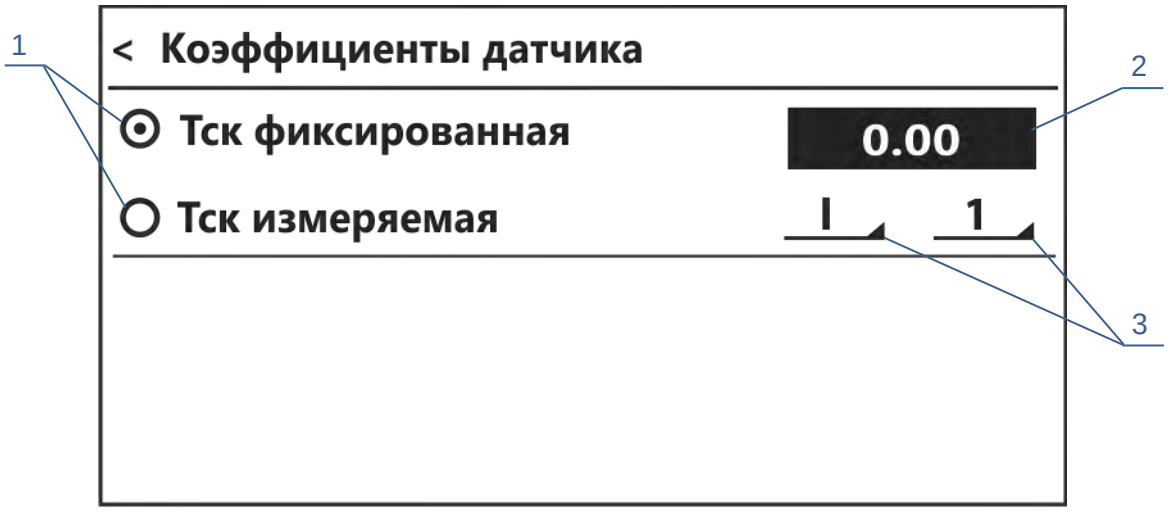

Рисунок 14 — Ввод параметров стандартных термопар
4.10.3 Для ввода параметра (рисунок 14):